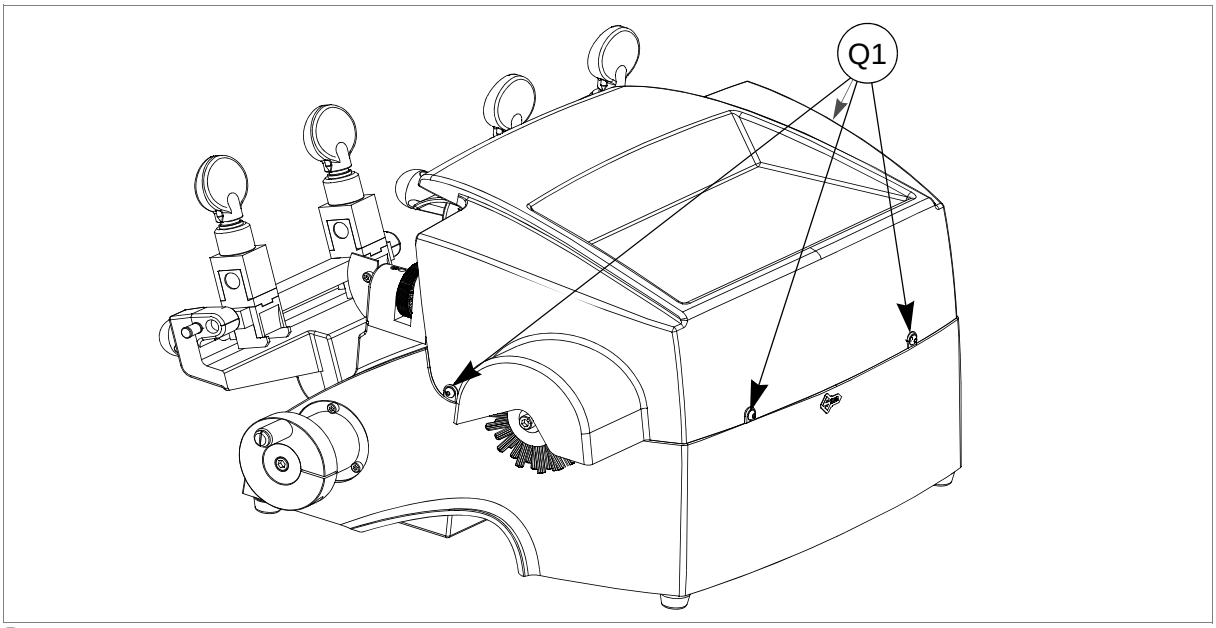

Рис. 58
1) Ослабьте 4 винта (Q1) и снимите верхнюю крышку (Q) (рис. 58).
1) Ослабьте 4 винта (Q1) и снимите верхнюю крышку (Q) (см. рис.58 на стр. 37).